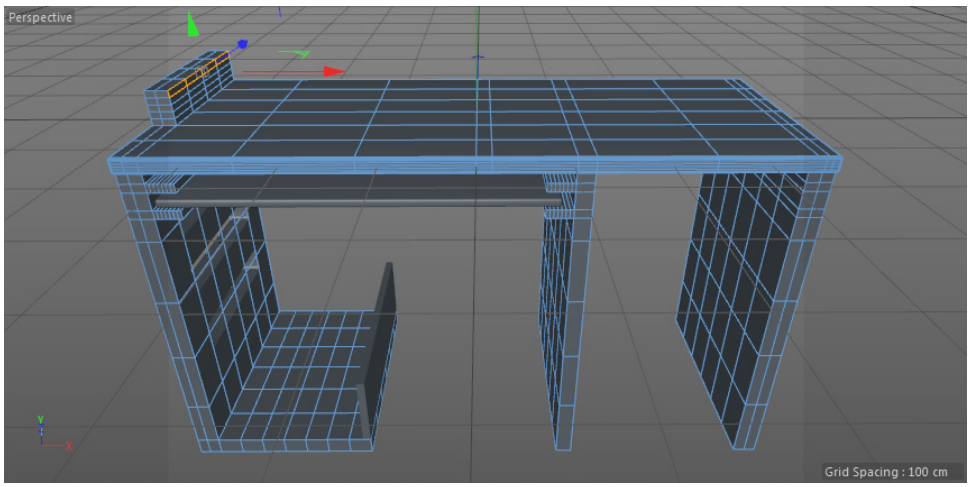

Figure 3-35 *The selected polygons of Computer table*
6. Choose the **Brush Selection** tool from the Command Palette and make sure that the **Visible Only** check box is selected. Now, select the polygons of *Computer table*, as shown in Figure 3-35.